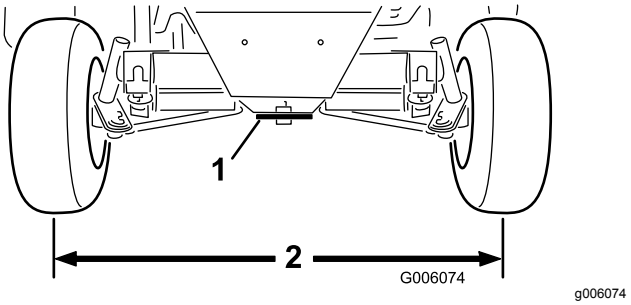

Figur 64
2. Juster begge styreforbindelsesstænger, indtil afstanden fra midten til midten foran og bag baghjulene er den samme (Figur 64).